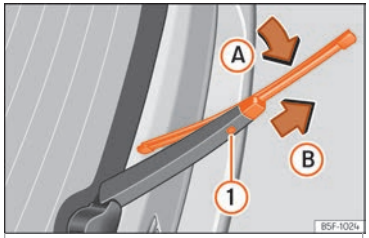

Fig. 42 Changing the rear wiper blade
- Turn the blade slightly ››› Fig. 42 (arrow Ⓐ).
- Hold down the release button (1) while gently pulling the blade in the direction of arrow Ⓑ.
- Insert a new blade of the **same length and type** in the rear wiper arm in the opposite direction to the arrow Ⓑ and hook into place button (1).